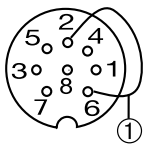

Fig. 4-2: Pin assignments BKS, connector type BTL
① The analog transducer outputs are potential-free. When connecting to a module with non-potential-free inputs, ground loops may cause erroneous signals. Avoid this by defeating the potential-free function in the transducer: jumper Pin 2 and Pin 6 in the female connector (➥ Fig. 4-2).
② A small voltage difference (< 10 mV) appears between pin 3 and 5 due to seperate output drivers.
③ Unused leads can be tied to GND on the control side, but they must never be connected to the shield.
④ Reference GND for supply voltage and EMC!